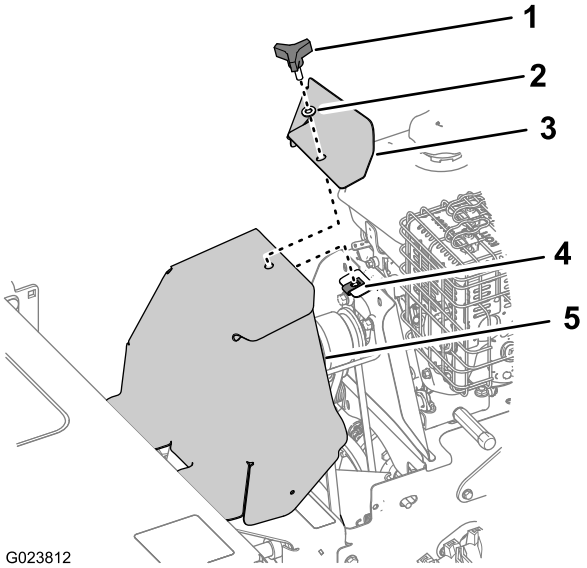

Figura 38
1. Rimuovete la manopola e la rondella che fissano il coperchio del motore e il copricinghia alla macchina (Figura 38).
3. Allineate il copricinghia e il coperchio del motore alla macchina e al dado della piastra (Figura 38).
4. Fissate il copricinghia e il coperchio del motore alla macchina con la manopola e la rondella (Figura 38).